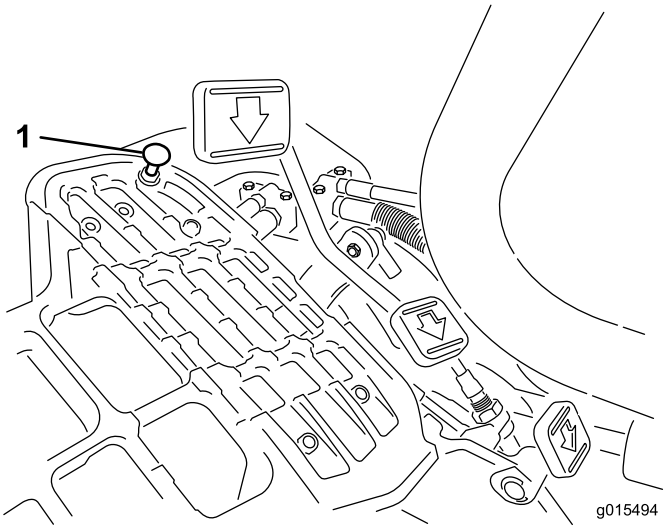

Figuur 47
Om de maximale transportsnelheid te verkrijgen, moet u de schakelhendel in de TRANSPORTSTAND zetten en het tractiepedaal intrappen. Als het pedaal contact maakt met de pedaalaanslag (Figuur 47) voordat u spanning op de kabel voelt, voer dan de volgende afstelprocedure uit:
1. Zet de schakelhendel in de TRANSPORTSTAND en draai de borgmoer los waarmee de pedaalaanslag is bevestigd aan de vloerplaat (Figuur 47).